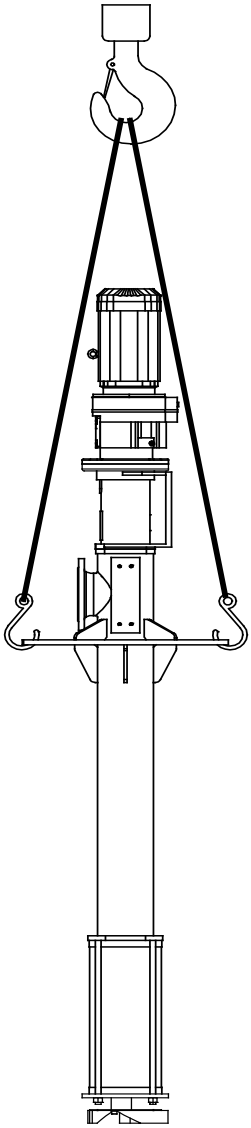

Рис. 3-4 Погружной насос
- **В случае если подвесная скоба отсутствует, насос следует транспортировать, как показано на Рис. 3-4 и 3-5, с помощью соответствующих устройств для захвата груза (цепи, канаты).**